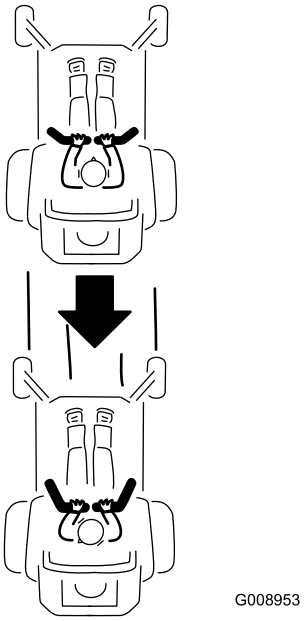

Figure 23
2. Pour vous déplacer en marche arrière, tirez lentement les leviers en arrière (Figure 23).